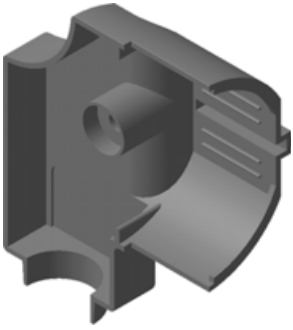

Рис. 6.118
- В окне диалога выбора файлов откройте документ Крышка правая.m3d из папки Упражнения (рис. 6.118).